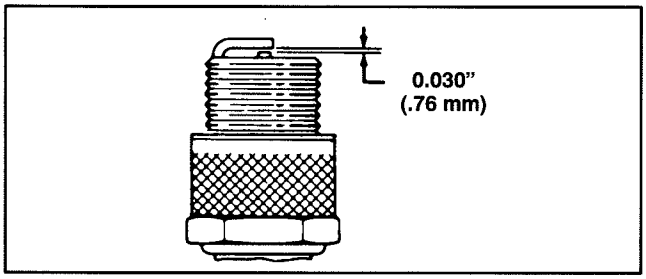

Figure 16
3. Set air gap at 0.76 mm (0.030") (Fig. 16). Install correctly gapped spark plug and gasket seal. Tighten plug firmly to 19 N·m (14 ft–lb).